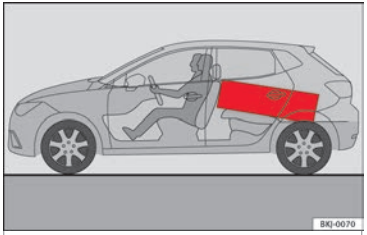

**Fig. 166** Position heavy items as far forward as possible.
– Place heavy objects as far forward as possible in the luggage compartment ››› Fig. 166.